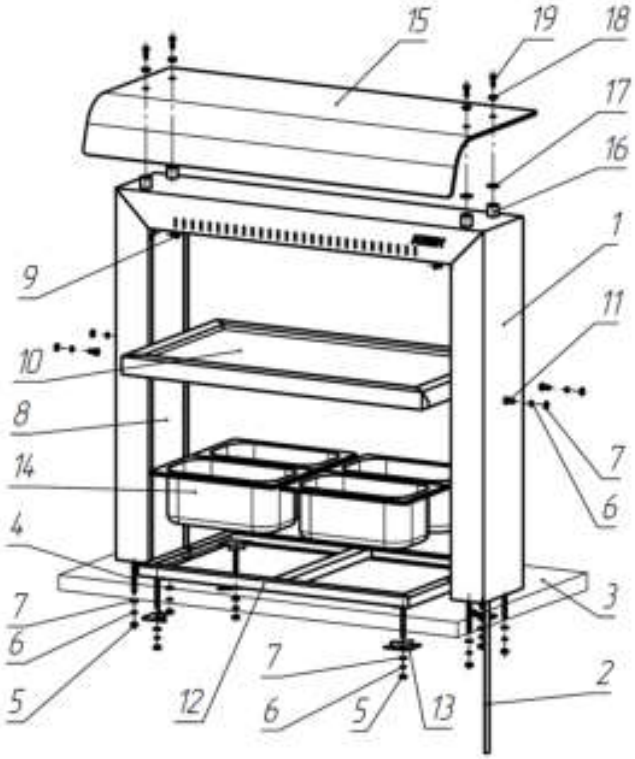

Рис.4
- Установить стойку поз.1 (см. рис.4) на столешницу поз.3, вставить болты поз.4 в отверстия столешницы. Пропустить жгут (провод от клеммника к тумбе) поз.2 вниз через отверстие столешницы. Жгут зафиксировать зажимом провода. Закрепить стойку крепежом поз.5, 6, 7 (гайка М6, шайба пружинная, шайба).